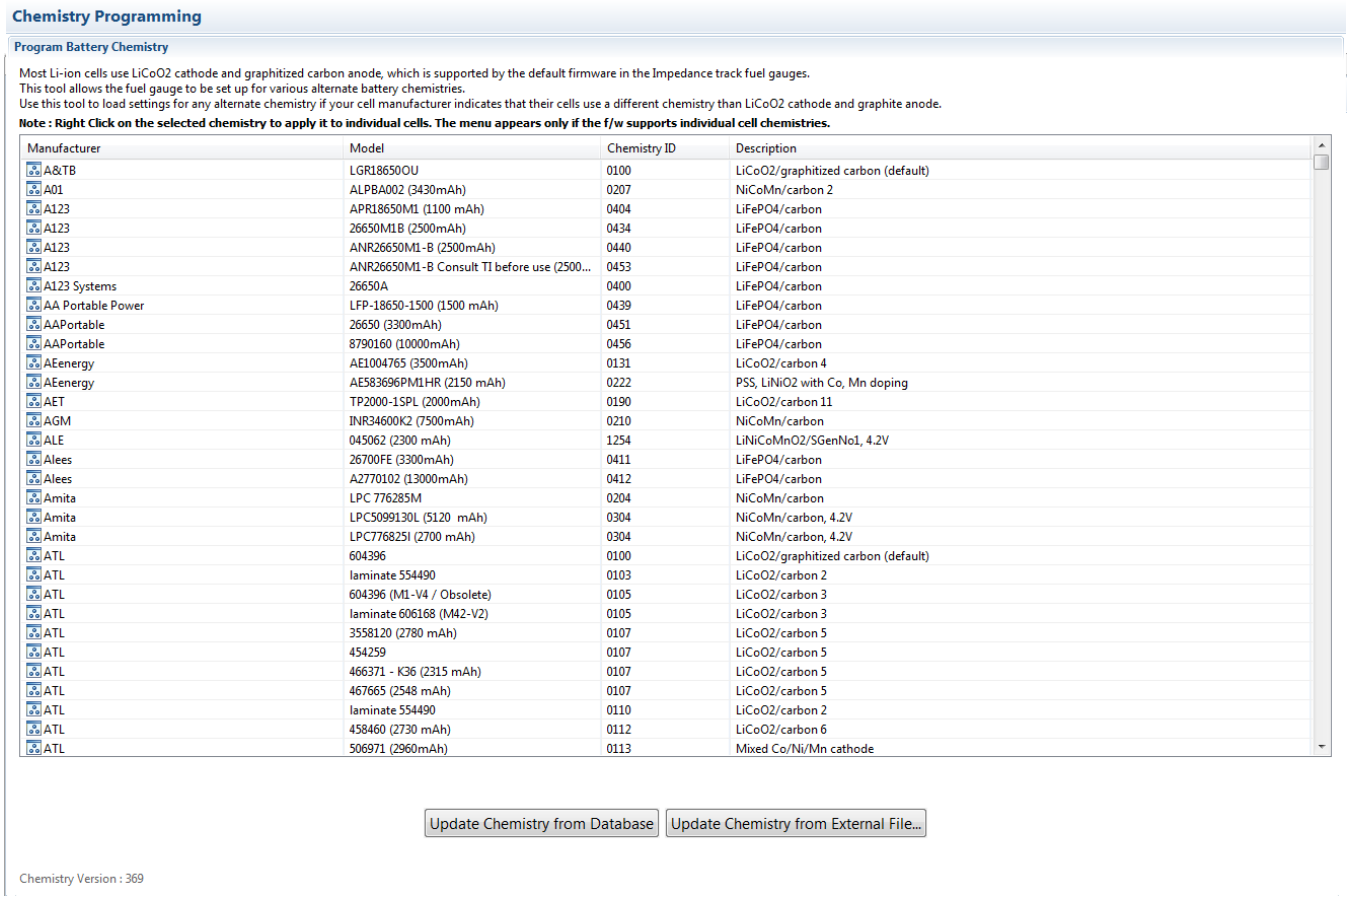

Figure 8. Chemistry Screen
- Select the ChemID that matches your cell from the table (see Figure 8).